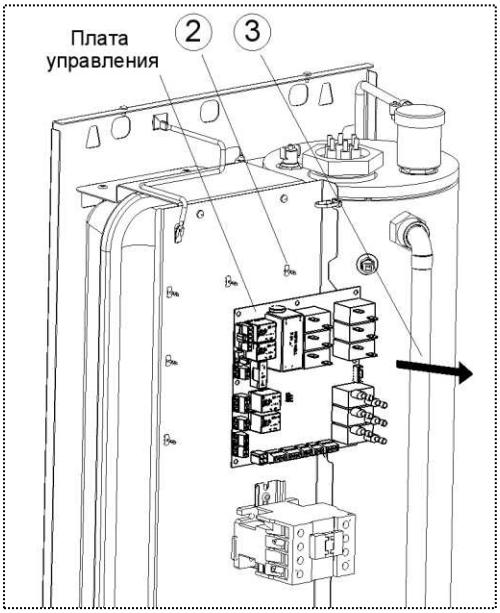

Рисунок 16. Замены платы управления
1) Отсоедините все провода от платы контроллера (см. рис. 16).